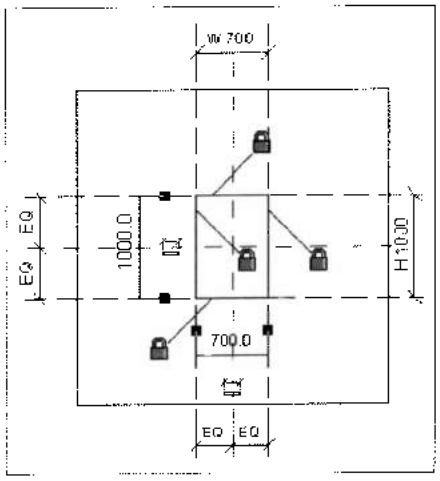

Рис. 17.47. *Создание проема в крыше*
5. На ленте **Create** в разделе **Model** выбрать инструмент **Opening** (Проем). Произойдет переключение на ленту **Create Opening Boundary** (Создать границу проема), с использованием которой создать проем в крыше (рис. 17.47):